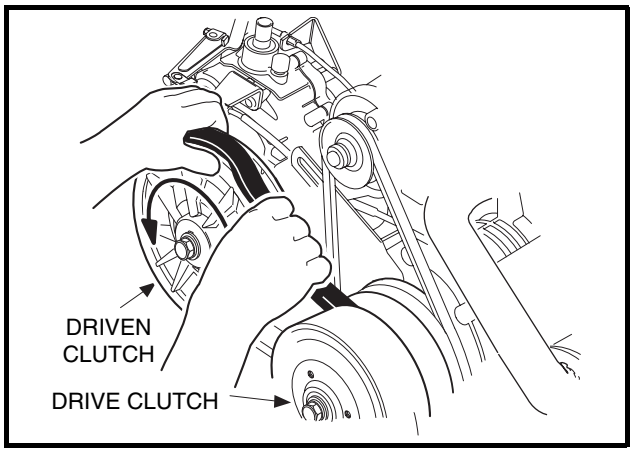

Figure 16-29 Remove Drive Belt
17.1. Grasp belt midway between drive and driven clutch and pull up on belt to force the driven clutch sheaves apart. Roll the belt counterclockwise while pulling it off driven clutch **(Figure 16-29, Page 16-13)**.